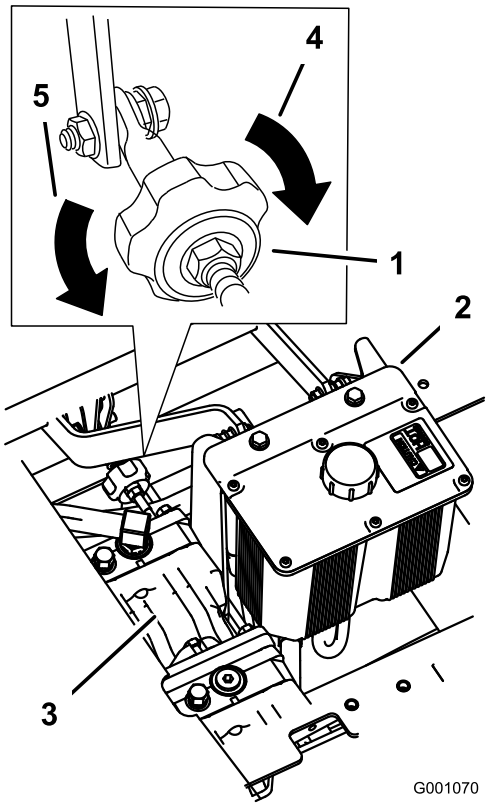

Figur 81
2. Ställ in pumpstavslängden genom att vrida ratten i lämplig riktning tills hjulet står stilla eller långsamt kryper bakåt (Figur 81).